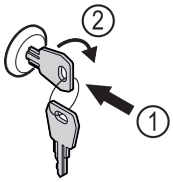

Fig. 152 Reprezentare exemplificatoare
▶ Introduceți cheia prin apăsare *Fig. 152 (1)*.
▶ Rotiți cheia cu 90° în sensul acelor de ceasornic *Fig. 152 (2)*.